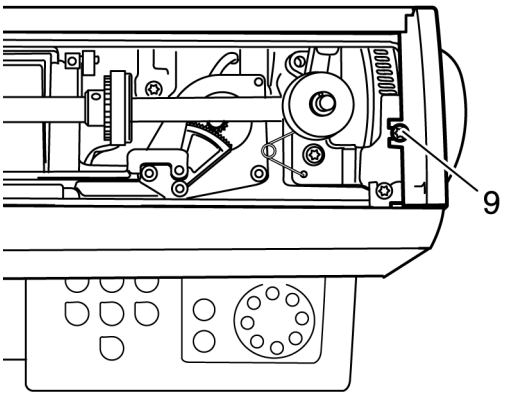

Рис. 100
- Ослабьте крепежный винт 9 крышки стойки машины (рис. 100).